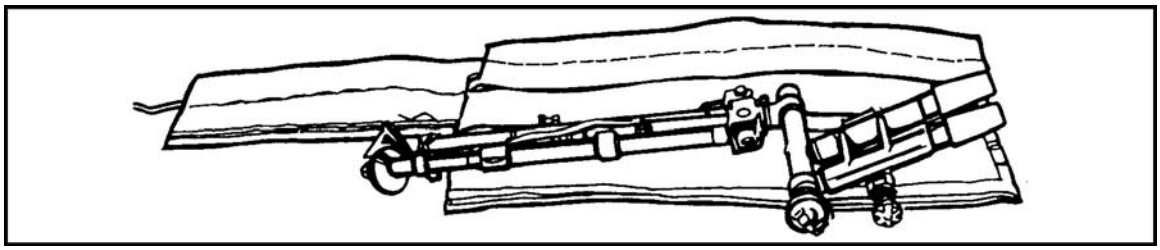
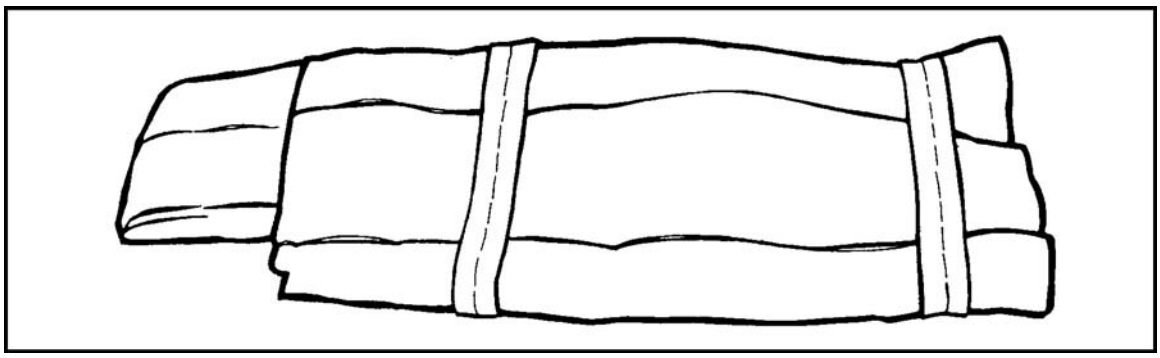

Figure 12-21. Bipod with case.
Figure 12-23. Assistant gunner's case completed for jumping.
b. **Assistant Gunner**. Place the bipod assembly inside the case (Figures 12-21 and 12-22), ensuring that the traversing mechanism is in the middle of the case. Secure the closing flap. Tandem-rig the case and pack for lowering (Figure 12-23 and paragraph 12-13).